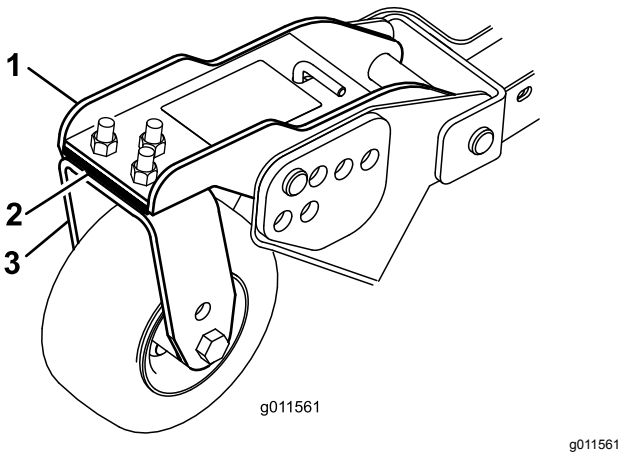

**Figuur 29**
3. Stel de opvulstukken (3 mm) op de voorste zwenkwielarm(en) in naargelang de maaihoogtesticker (Figuur 29).